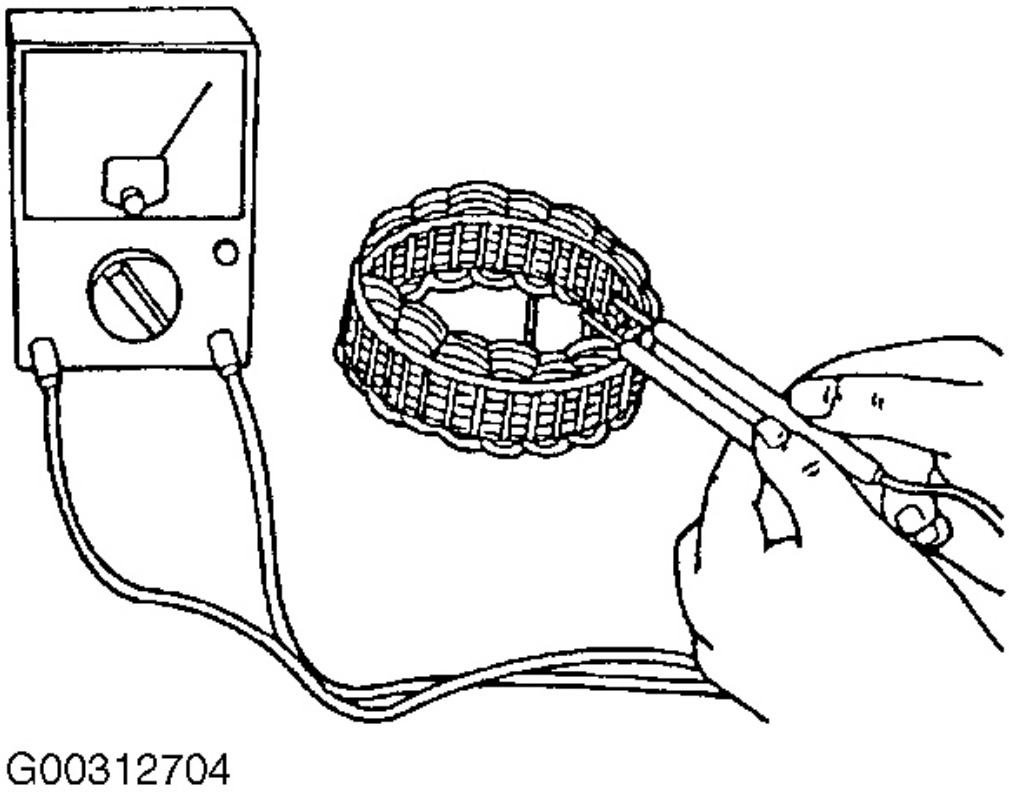

Fig. 21: Comprobación de continuidad entre Leads la bobina de estátor
1. Comprobar la continuidad entre la bobina de estator conduce con un comprobador de circuito. Ver **La Fig. 21** .